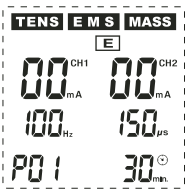

Abb. 11
(16) (E): Spezialprogramme für das Ellenbogengelenk (s. Abb. 11)